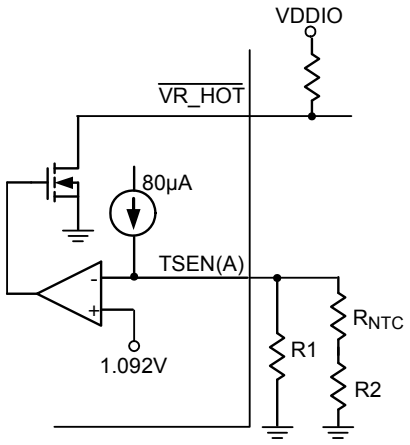

Figure 8. $\overline{\text{VR_HOT}}$ Circuit
The $\overline{\text{VR_HOT}}$ signal is an open-drain signal which is used for VR thermal protection. When the sensed voltage in TSEN(A) pin is less than 1.092, the $\overline{\text{VR_HOT}}$ signal will be pulled-low to notify CPU that the thermal protection needs to work. According to Intel VR definition, $\overline{\text{VR_HOT}}$ signal needs acting if VR power chain temperature exceeds 100°C. Placing an NTC thermistor at the hottest area in the VR power chain and its connection is shown in Figure 8, to design the voltage divider elements (R1, R2 and NTC) so that VTSEN(A) = 1.092V at 100°C. The resistance error of TSEN network is recommended to be 1% or smaller.